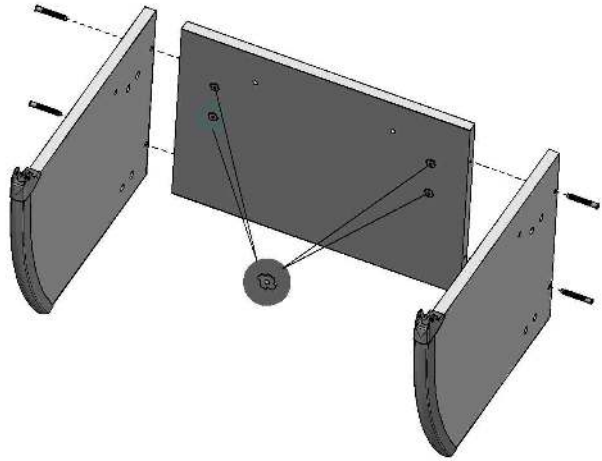

Рис. 1
4.1.1. К стенке задней (поз. 2) прикрутить с помощью винтов конфирмат (поз. 1, пакет № 32) стенки боковые (поз.1) (См. рис. 1)